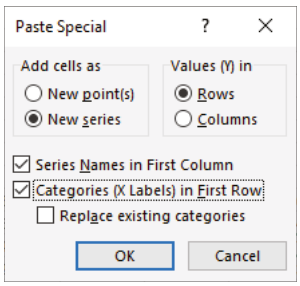

Figure 9.11: The chart's Paste Special dialog
7. Select the existing chart and choose Paste ➪ Paste Special from the Home tab on the Ribbon to show the Paste Special dialog as shown in Figure 9.11.